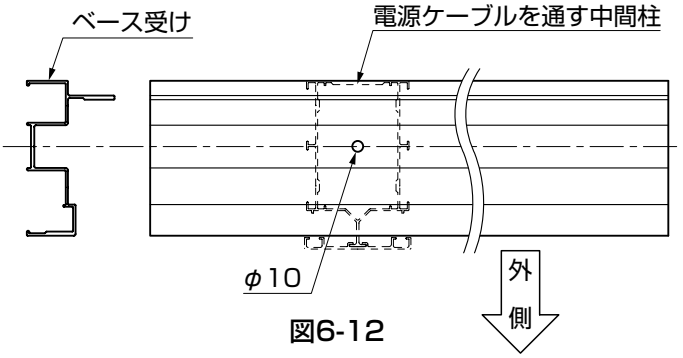

図6-12
- ●LED照明 オプション を取付ける場合は、「3 本体の施工　2. 基本仕様の配線工事 オプション 」を参照して、電源ケーブルを通す中間柱取付け位置のベース受けに、φ10の孔をあけ、電源ケーブルをとりまわしてください。（図6-12参照）